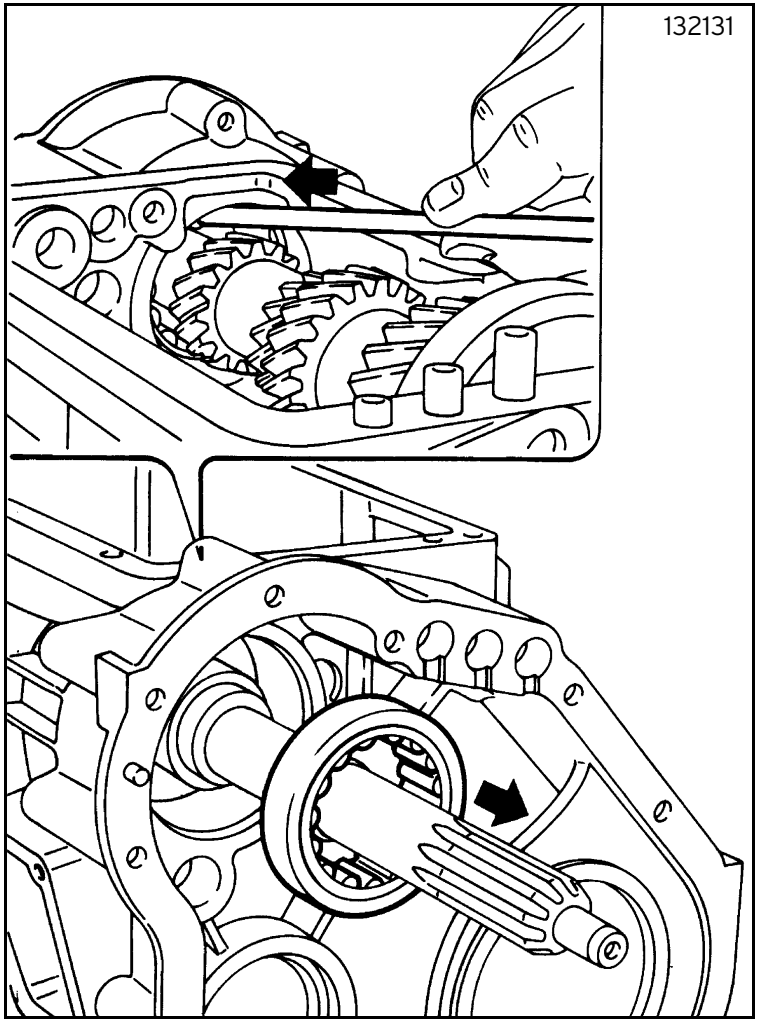

Fig. 31
- with a suitable punch carefully knock and remove the main shaft bearing, clutch side (figure 31);